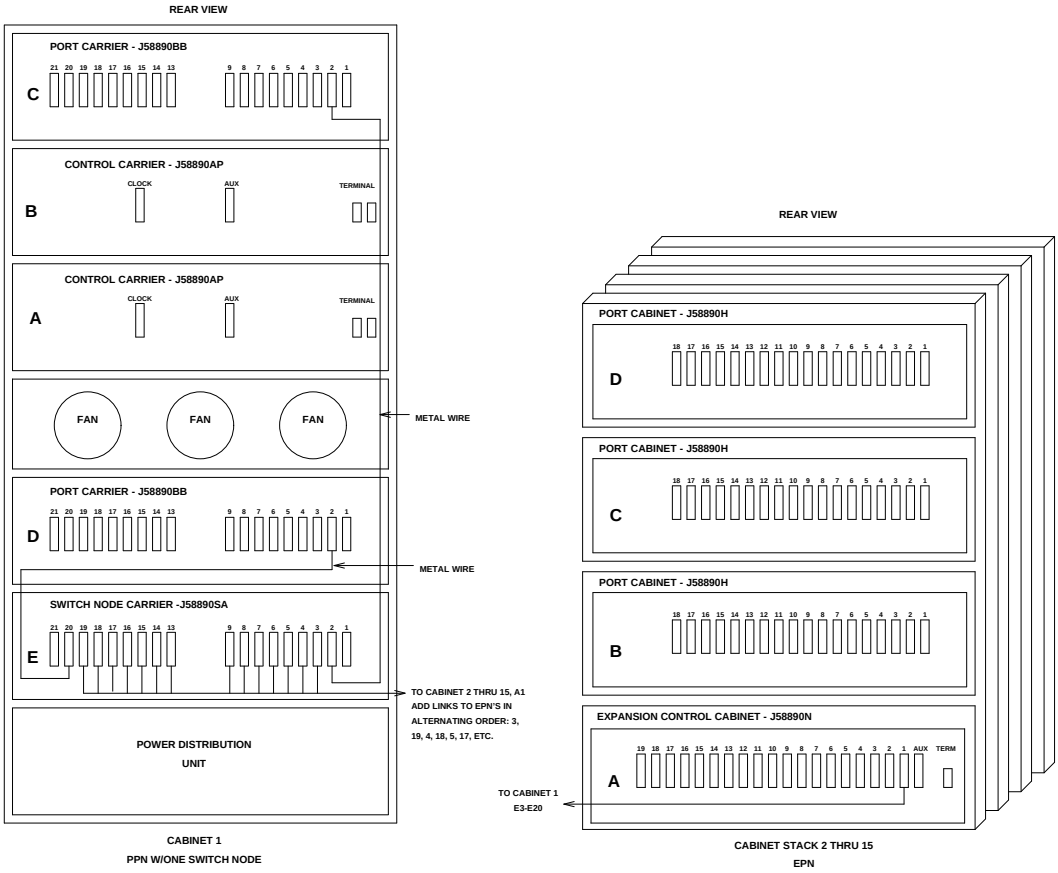

Figure 5-37. Fiber-Optic Connections through Center Stage Switch
1. Behind the PPN cabinet (see Figure 5-37):
2. Behind switch node carrier E of PPN cabinet 1 (see Figure 5-37):